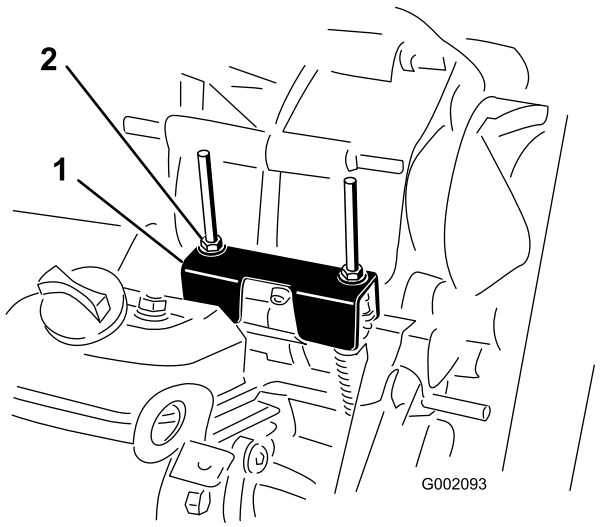

Figur 35
Når man utfører rutinemessig vedlikehold og/eller motordiagnostistikk, må transakselen flyttes til fri (Figur 35). Kjøretøyet har en fri-posisjon på girspaken som kontrollerer nøytralen i transakselen. Du bør gjennomføre følgende tiltak for at frigirspaken skal bruke nøytralen i transakselen på riktig måte:
2. Påse at den nøytrale braketten er i nøytral stilling (på nivå med kabelmonteringsbraketten under girbraketten) ved å dreie drivclutchen (Figur 35). Kjøretøyet skal ikke rulle frem og tilbake. Dersom det gjør det, må du sette den nøytrale braketten i fri.
3. Stram en av mutterene (Figur 35) for å oppnå et mellomrom på 0,76–1,52 mm.